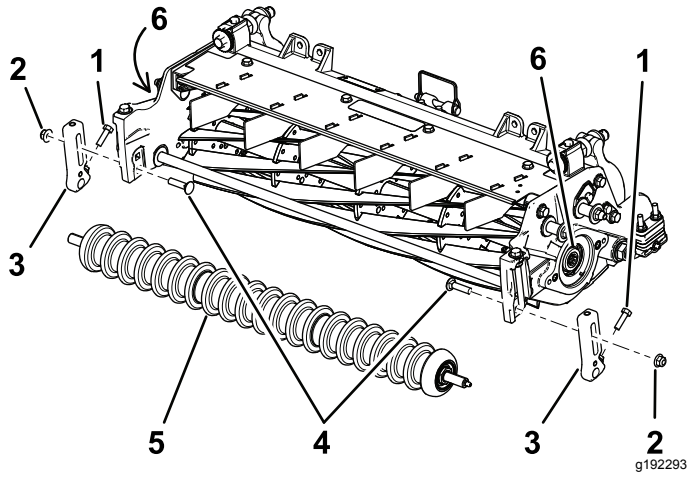

Figure 3
2. Retirez les boulons de carrosserie et les contre-écrous qui fixent les supports de hauteur de coupe aux plaques latérales de l'unité de coupe (Figure 3).
3. Desserrez les vis qui fixent les supports de hauteur de coupe à l'arbre du rouleau avant (Figure 3).
4. Déposez les supports de hauteur de coupe et le rouleau avant existants des plaques latérales de l'unité de coupe (Figure 3).
6. Retirez et mettez au rebut l'insert cannelé existant à chaque extrémité de l'arbre de cylindre à l'aide de l'outil spécial (réf. TOR4074 pour le cylindre de 17,8 cm). Voir Figure 3.